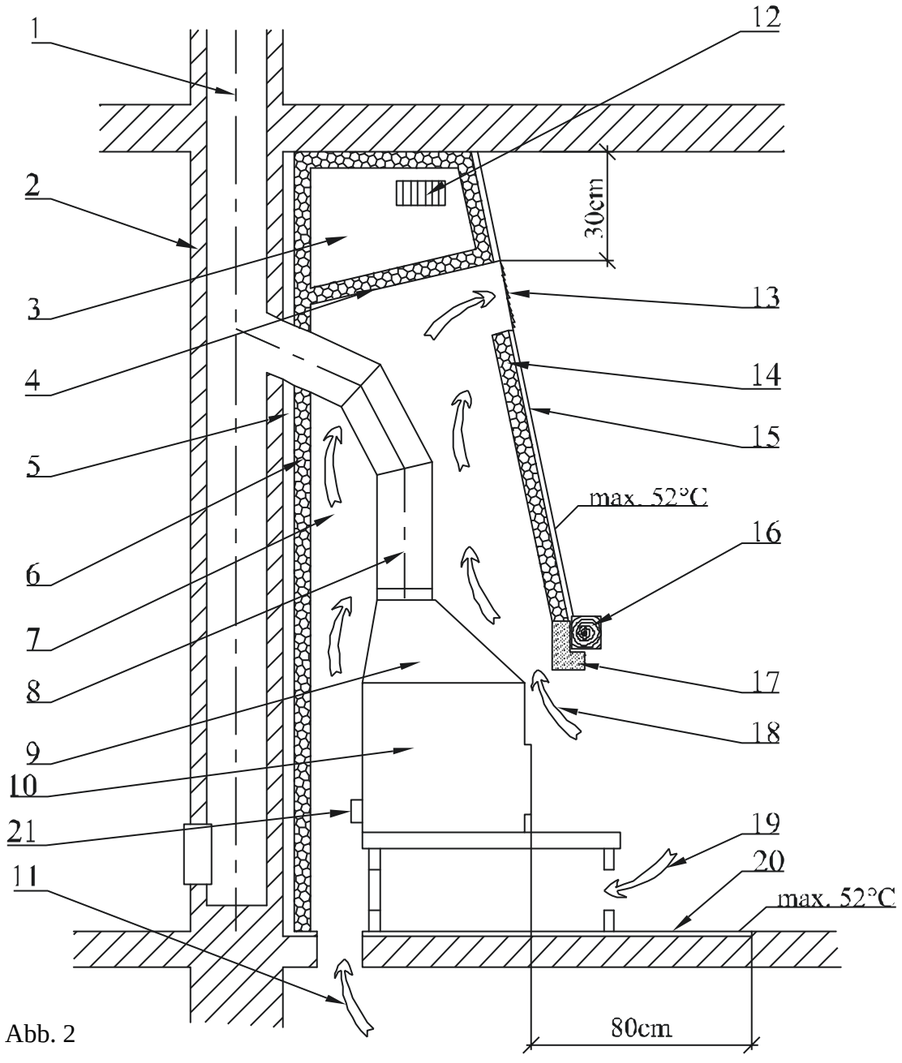

Abb. 2
5. Der Austritt der erhitzten Konvektionsluft ist mind. **30 cm** unter der Decke anzuordnen (Abb. 2).
6. Über dem Konvektionsluftaustritt muss sich eine unbrennbare Deckenkonstruktion befinden. Ihre Temperatur darf den Wert **50°C** nicht überschreiten. Die Deckenuntersicht soll daher gegen die Wärmewirkungen vom Kamin mit einer Abschottung mit mindestens einer nicht ganz abschließbaren Öffnung (Abb. 2) bzw. mit einer zusätzlichen Wärmedämmschicht versehen sein.